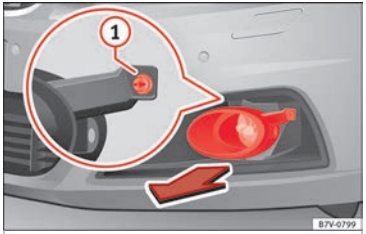

Fig. 109 On the right-hand side of the front bumper: removing the headlights.
1. Pull the cover forwards, in the direction of the arrow ››› Fig. 109.
2. Unscrew the attachment screw ››› Fig. 109 (1) using the screwdriver from the vehicle tool kit ››› page 82.
10. Tighten the attachment screw ››› Fig. 109 (1) using the screwdriver.
11. Replace the cover on the bumper ››› Fig. 109.